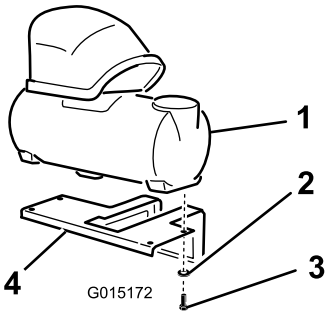

Figur 3
1. Placer skummarkørtankenheden på monteringsbeslaget som vist (Figur 3).